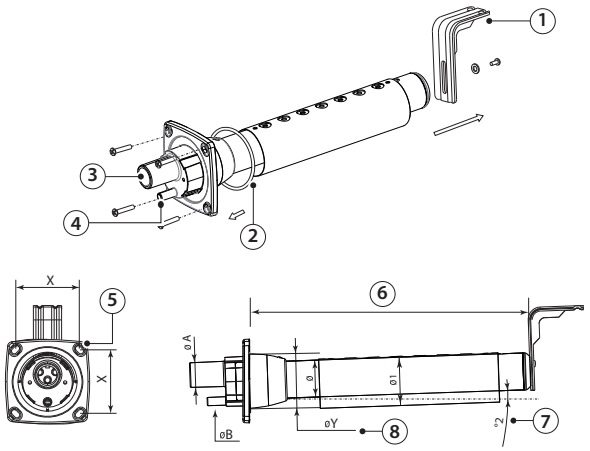

Рис. 3.c
2. Г-образное крепление (см. поз. 1, Рис. 3.c) входит в комплект поставки парораспределительных трубок моделей DP085* – DP025*. Более короткие крепления заказываются отдельно (артикул 18C478A088).